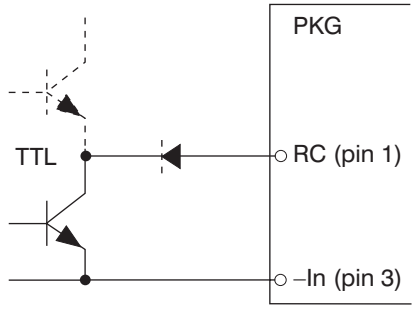

Fig. 1
Remote turn-on and turn-off can be realized by using the RC-pin. Normal operation is achieved if pin 1 is open (NC). If pin 1 is connected to pin 3 the PKG DC/DC converter turns off. To ensure safe turn-off the voltage difference between pin 1 and 3 shall be less than 0.6 V. RC is TTL open collector compatible (see fig. 1).